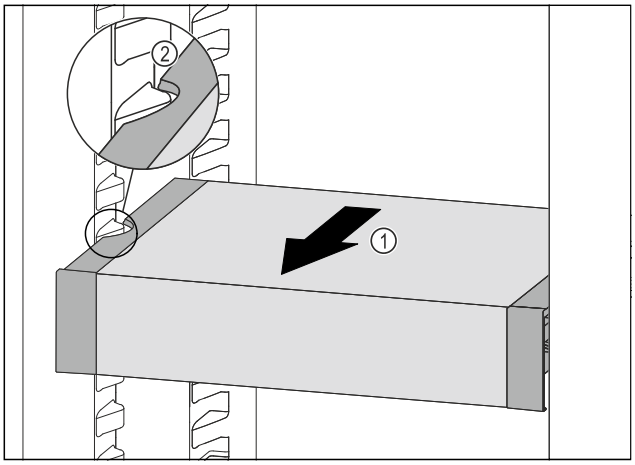

Fig. 172
▶ VarioSafe nach vorne ziehen *Fig. 172 (1)*, bis sich die seitlichen Aussparungen des VarioSafes auf Höhe der Behälterrippe im Kühlteil befinden. *Fig. 172 (2)*